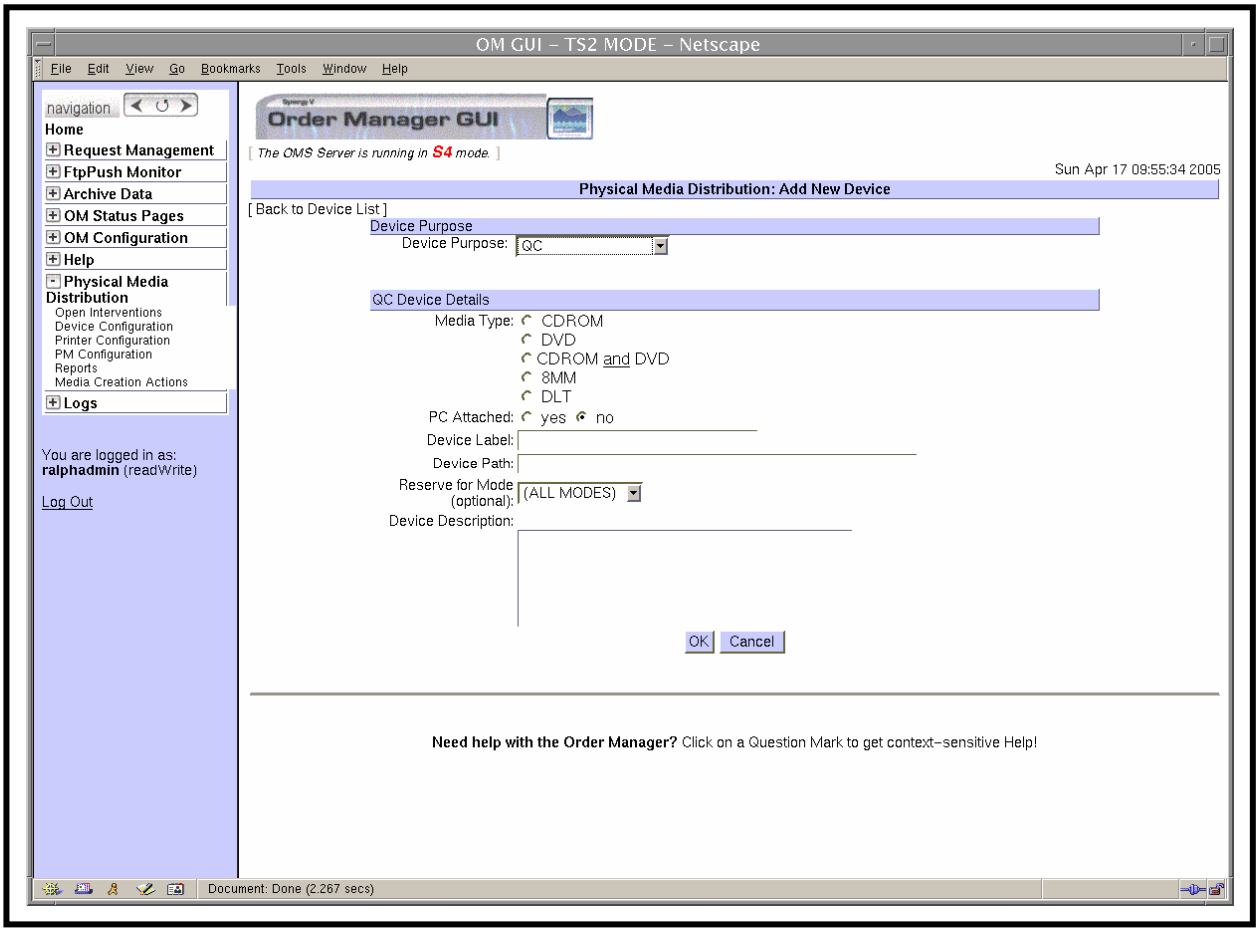
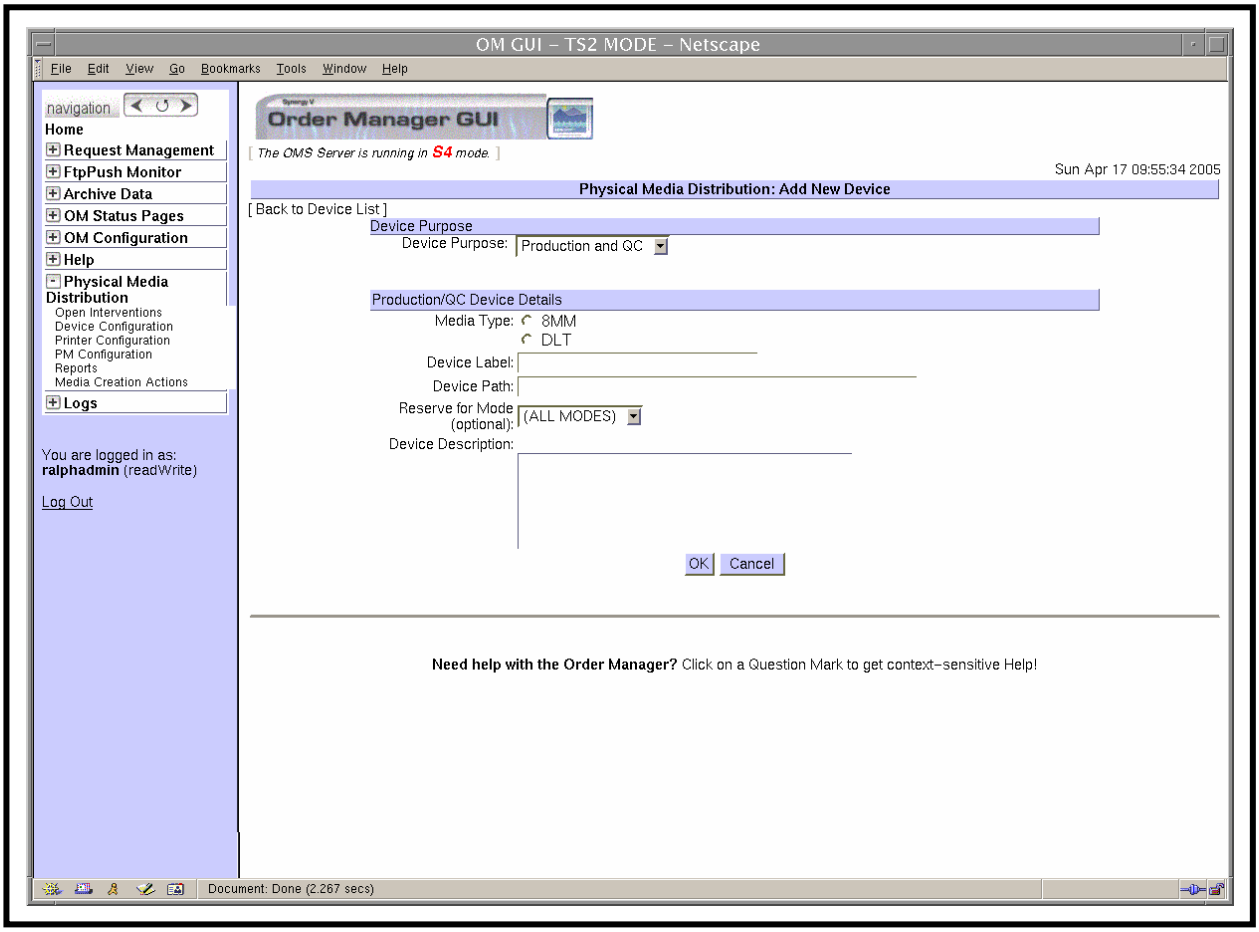

Figure 76. Add New Device Page - QC
Figure 77. Add New Device Page – Production and QC
- If **QC** or **Production and QC** was selected, the corresponding **Device Details** page (Figure 76 or Figure 77) is displayed.